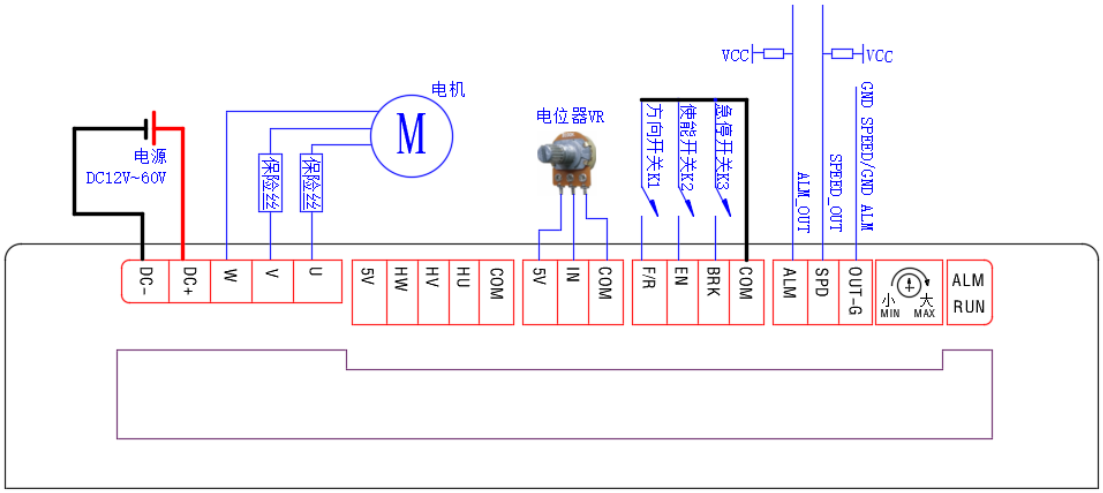
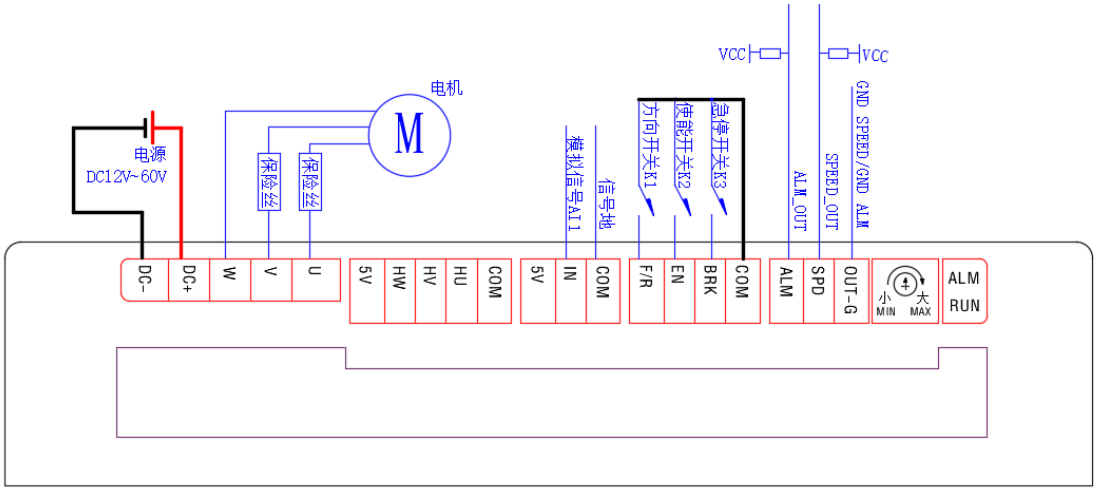

图 6.34 无感外部电位器开环控制接线图
图 6.35 无感外部模拟量开环控制接线图
断开驱动器电源，接线如图 6.34 或图 6.35 所示。
- 外部电位器：电位器 VR 两不动端接 5V 和 COM，动端接 IN，用于调速。当电位器动端由 COM 滑向 5V 过程中，电机负载率输出由零到最高负载率。接线如图 6.34。
- 外部模拟量输入：IN 接模拟信号 AI1，用于电机调速。COM 接信号地。当 AI1 由 0 到最大值过程中，电机负载率输出由零到最高负载率。接线如图 6.35。